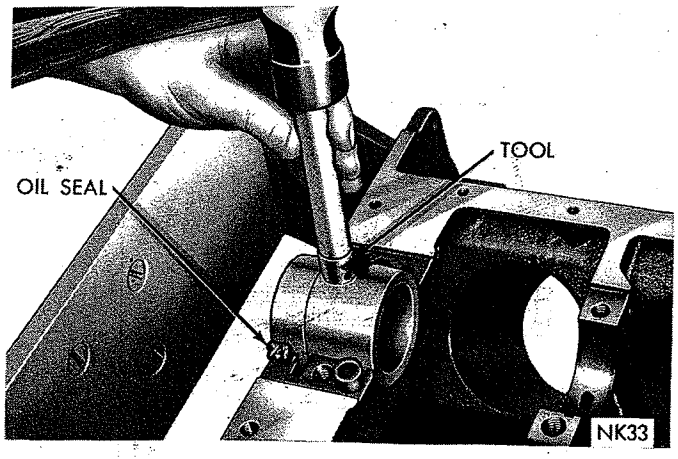

*Fig. 49—Installing Rear Main Upper Oil Seal*
(2) Using Tool C-3511 tap seal down into position until tool is seated in bearing bore, (Fig. 49).
(3) Hold tool in this position and cut off the portion of seal that extends above the block on both sides,